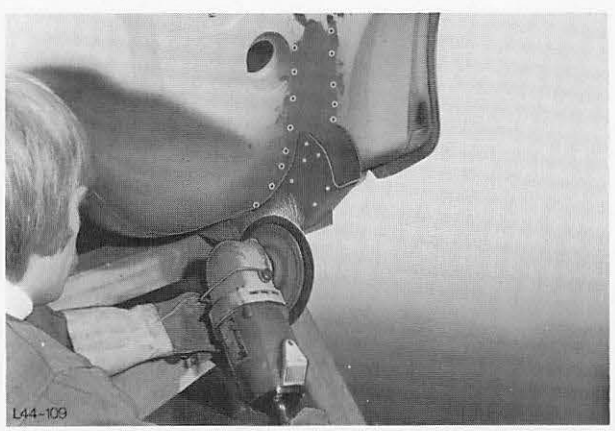

Abb. 107 Punktflansche putzen
13. Punktflansche putzen und richten, Abb. 107.